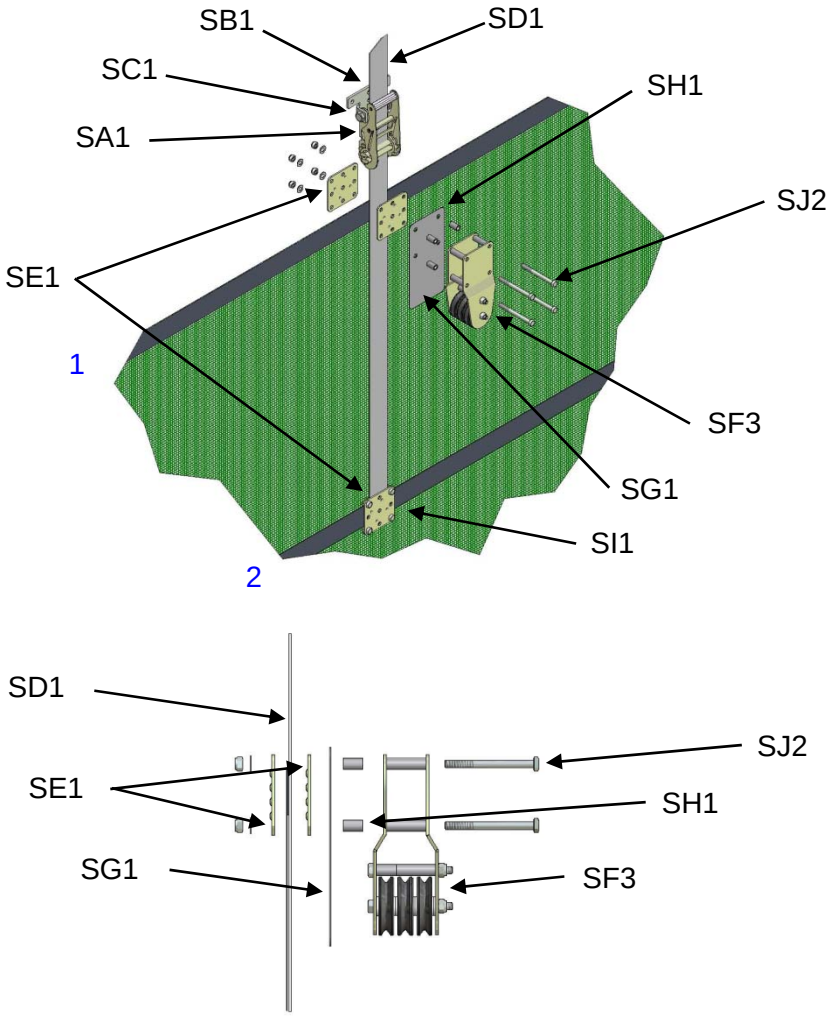

Abbildung 29
8.6 Ersetzt Abschnitt 5.2: Bringen Sie das Klinkenrad (SA1) mit den im Lieferumfang enthaltenen M12 x 90 mm Schrauben (SC1) an der Klinkeradhalterung (SB1) an. Die Standardmontage der Klinkenradhalterung ist in Abbildung 29 dargestellt, sie kann aber auch umgekehrt erfolgen, falls der senkrechte Montageplatz beschränkt ist. Verankern Sie die Vorrichtung mit drei Befestigungselementen mit einer Mindestgröße von 8 mm im Gebäude.
8.7 Ersetzt Abschnitt 5.3: Siehe Abbildung 29: Befestigen Sie den senkrechten Gewebegurt (SD1) mit den im Lieferumfang enthaltenen Klemmplatten (SE1) und M8 x 20 Schrauben (SI1) an dem zweiten an der Tor nach unten führenden Gurt. Wiederholen Sie dies am oberen Gurt, verwenden Sie hierfür aber die mitgelieferten M8 x 90 Schrauben (SJ2) und beziehen Sie die Drahthalterung (SF3), die Abstandhalter (SH1) und das Schutzpad für die Drahthalterung (SG1) mit ein. Führen Sie das Gewebe